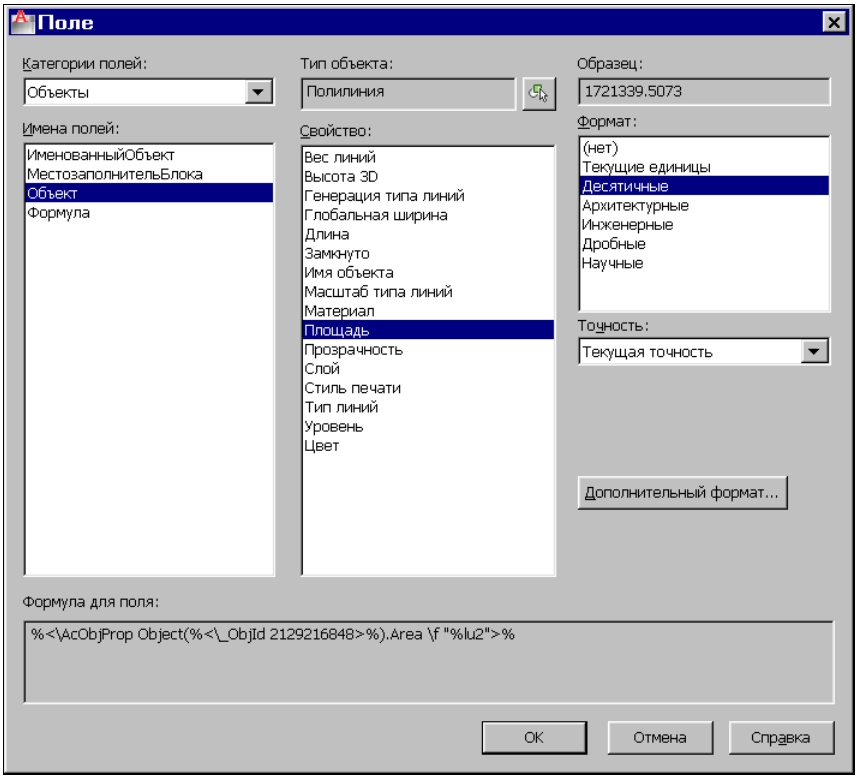

Рис. 3.33. Диалоговое окно **Поле** (категория **Объекты**, поле **Объект**)
Если в раскрывающемся списке **Имена полей** (Field names) выбрать поле **Объект** (Object), то окно **Поле** (Field) снова изменит свой вид. В среднем столбце появится список **Тип объекта** (Object type) и рядом с ним — кнопка для выбора объекта указанием на чертеже. По щелчку на этой кнопке следует отметить объект (например, однострочный текст) на открывшемся временно чертеже. Диалоговое окно примет вид, показанный на рис. 3.33.
- **Свойство** (Property) — отображает перечень всех доступных свойств выбранного объекта (на рис. 3.33 выбрано свойство **Площадь** (Area));